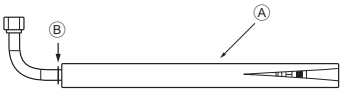

Fig. 3-8
1. Scheiden Sie das L-förmige Anschlussrohr ④ an der angezeigten Stelle ab (Fig. 3-8).
2. Bringen Sie die vorher entfernte Konusmutter am geraden Teil des L-förmigen Anschlussrohrs ④ und dann am aufgeweiteten Rohrende an.
5. Schließen Sie das wie in Teil 2) beschrieben vorbereitete, L-förmige Anschlussrohr ④ schnell an der aufgeweiteten Anschlussöffnung der Innenanlage an.